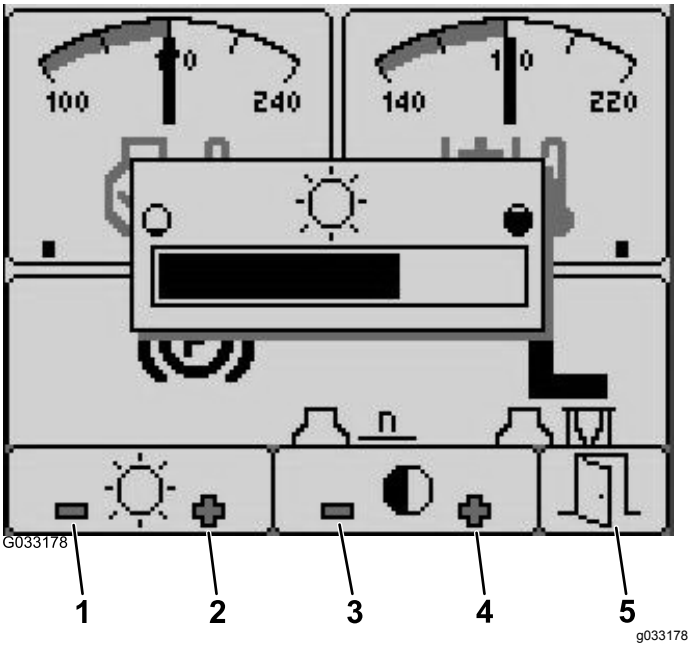

**Figur 27**
1. Tryk på knap 5 på opstartsskærmen for at åbne pop-op-menulinjen til lysstyrke/kontrast (Figur 27).
2. Tryk på knap 1 for at mindske lysstyrken, knap 2 for at øge lysstyrken, knap 3 for at mindske kontrasten og knap 4 for at øge kontrasten (Figur 27).
3. Når du har indstillet lysstyrke/kontrast, skal du trykke på knap 5 at afslutte (Figur 27).